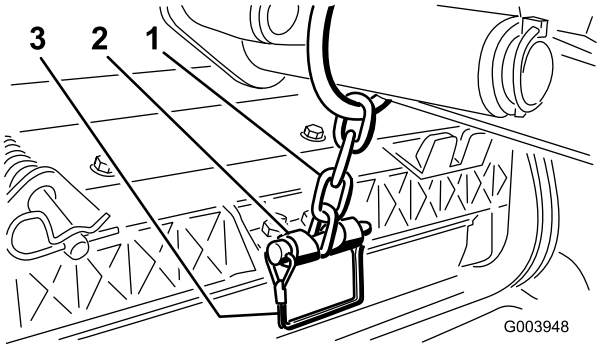

Figur 9
11. Fäst lyftarmens kedja på kedjefästet med låsstiftet (Figur 9).